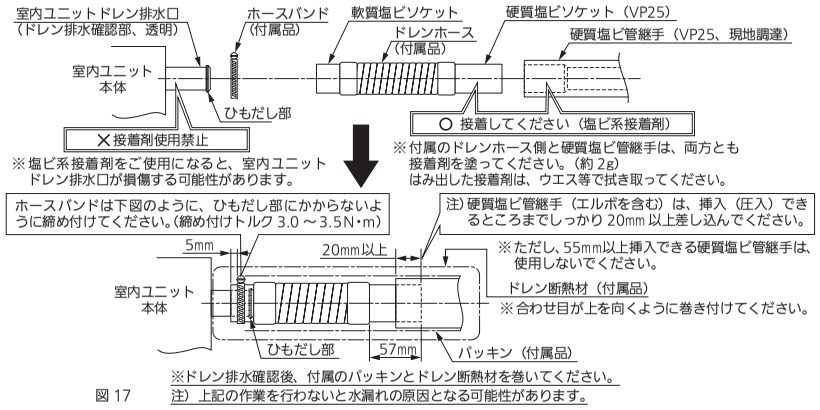

図 17
- 図 17 のようにドレン排水口の段差までドレンホースを挿入し、ホースバンドを段差から 5mm はなしたところに、しっかりと締め付けてください。（締付けトルクは 3.0 ～ 3.5 N・m）